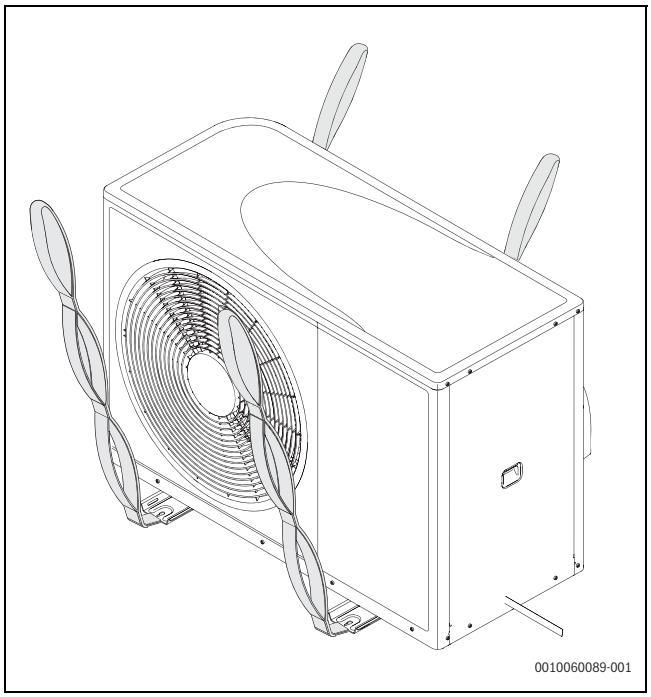

Bild 17 Beim Transportieren der Wärmepumpe ohne Verpackung die Gurte verwenden
- ▶ Achtung! Die Wärmepumpe ist auf der Kompressorseite schwerer (→ Abbildung 17).